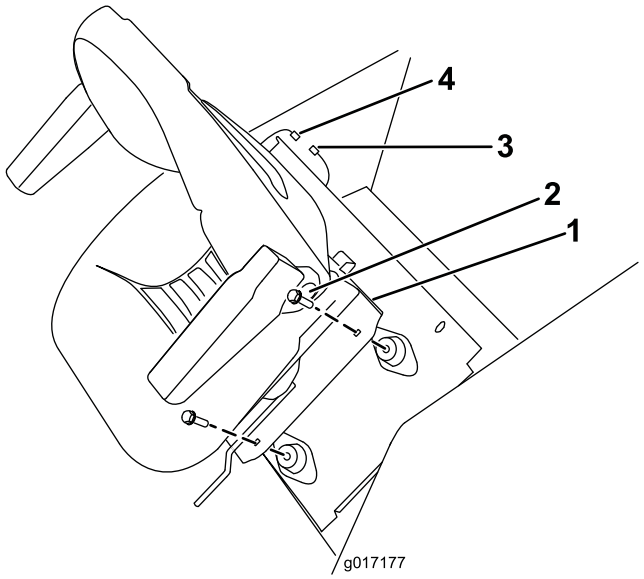

Bild 7
6. Befestigen Sie das Sitzunterteil mit den vorher entfernten Befestigungen an den Sitzbefestigungen und der Sitzplatte (Bild 7).
7. Schließen Sie den Sitzkabelanschluss am Kabelbaum an (Bild 7).